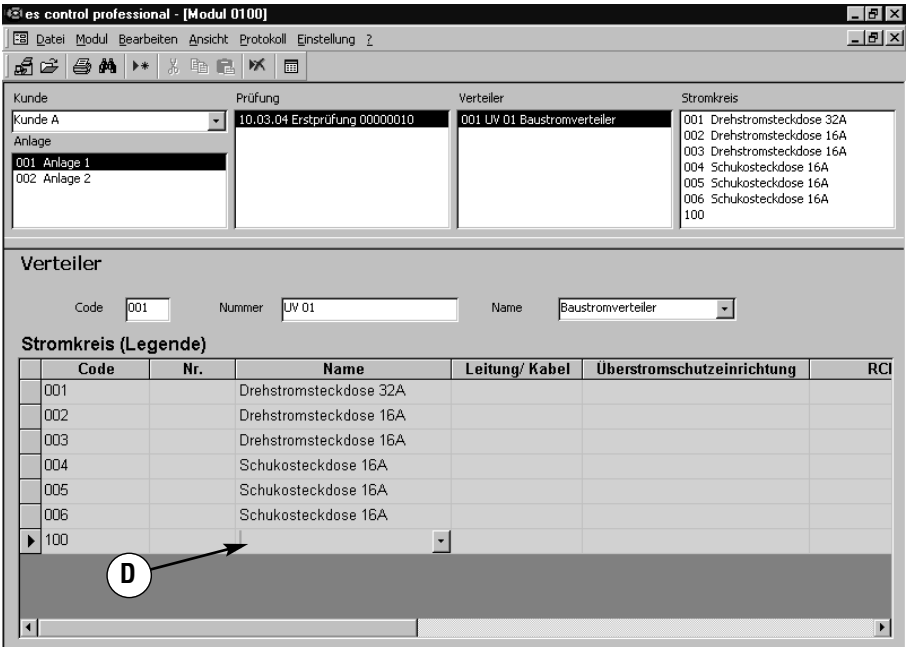

Bild 6.20: Fenster "Verteiler" mit Stromkreisbezeichnungen
- Geben Sie als Namen für die markierten Stromkreise " Schukosteckdose 16 A" ein. Die ausgewählte Bezeichnung wird als Name für die markierten Stromkreise 004, 005 und 006 übernommen, siehe Bild 6.20.